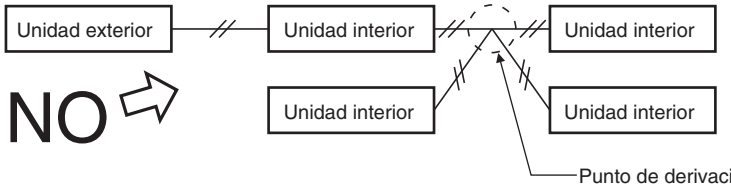

Fig. 4-4
(3) No instale los cables de control entre unidades con conexiones de derivación en estrella. Las conexiones de derivación en estrella provocan fallos de ajuste de la dirección. (Fig. 4-4)